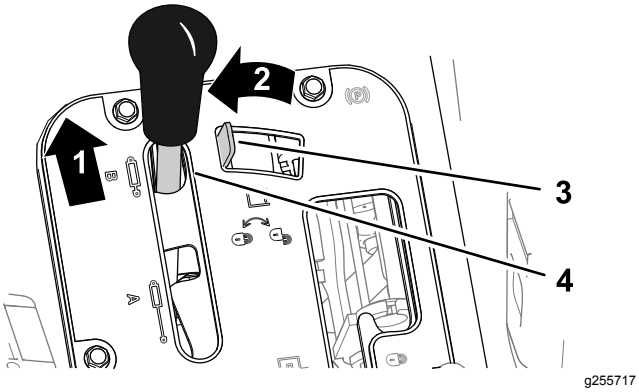

Figur 36
1. Skyv den hydrauliske løftespaken fremover (Figur 36).
2. Flytt låsen for den hydrauliske løftespaken til venstre for å aktivere den (Figur 36).